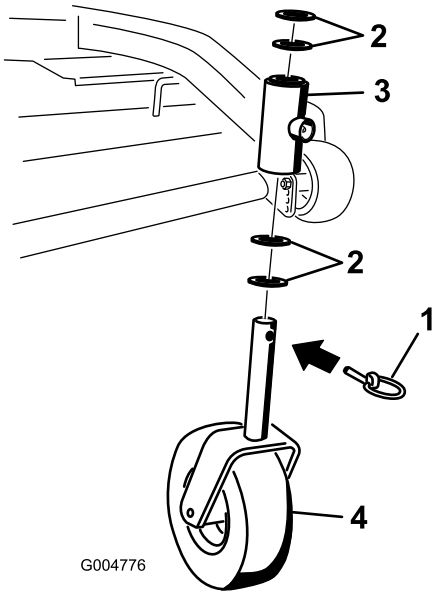

**Figure 43**
2. Enlevez la goupille de sécurité et la ou les entretoise(s) du haut de la chape de la roue pivotante (Figure 43).
6. Vérifiez l'usure de la chape de la roue pivotante et remplacez-la le cas échéant (Figure 43).
7. Insérez la chape dans les bagues à l'intérieur du tube de montage. Replacez la ou les entretoise(s) sur la chape et fixez-les avec la bague de retenue (Figure 43).